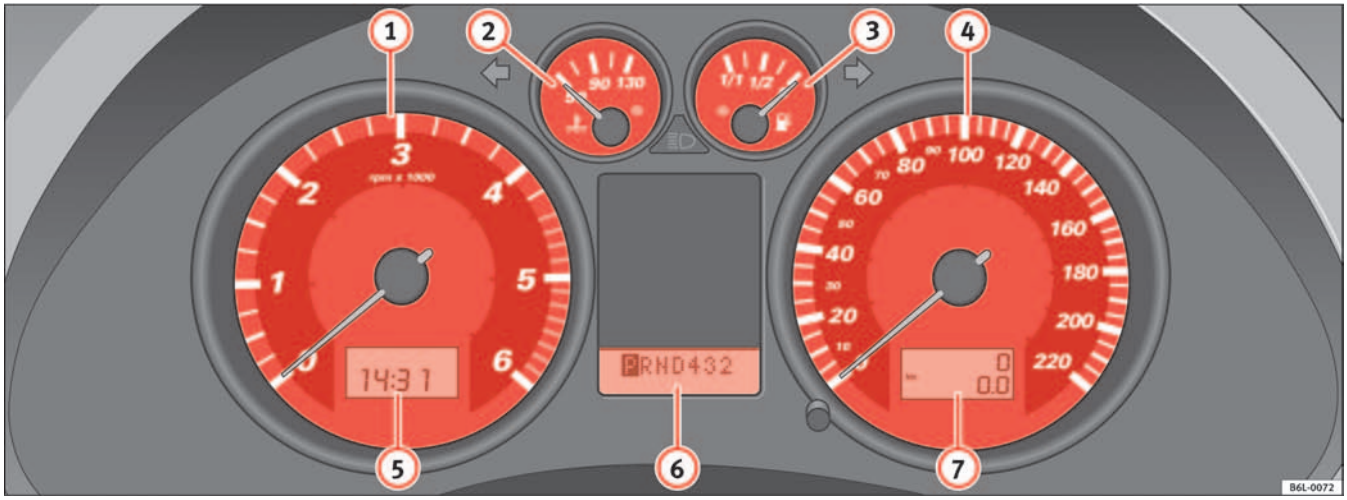

Fig. 31 Detail of the dash panel: Instruments
The start of the red zone on the dial ⇒ page 50, fig. 31 (1) indicates the maximum engine speed which may be used briefly when the engine is warm and after it has been run-in properly. However, it is advisable to change up a gear or move the selector lever to D (or lift your foot off the accelerator) before the needle reaches the red zone.
– Turn the setting knob ⇒ page 50, fig. 31 (5) anti-clockwise to the stop to set the hour. If the knob is turned briefly anti-clockwise the clock will advance one hour further.